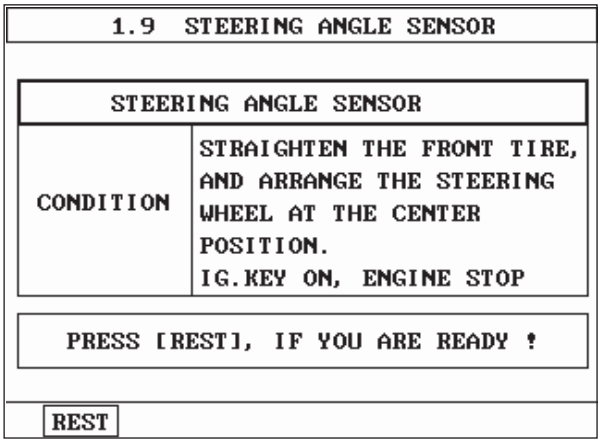

Fig5
5) Perform steering angle sensor calibration. (figure 5).